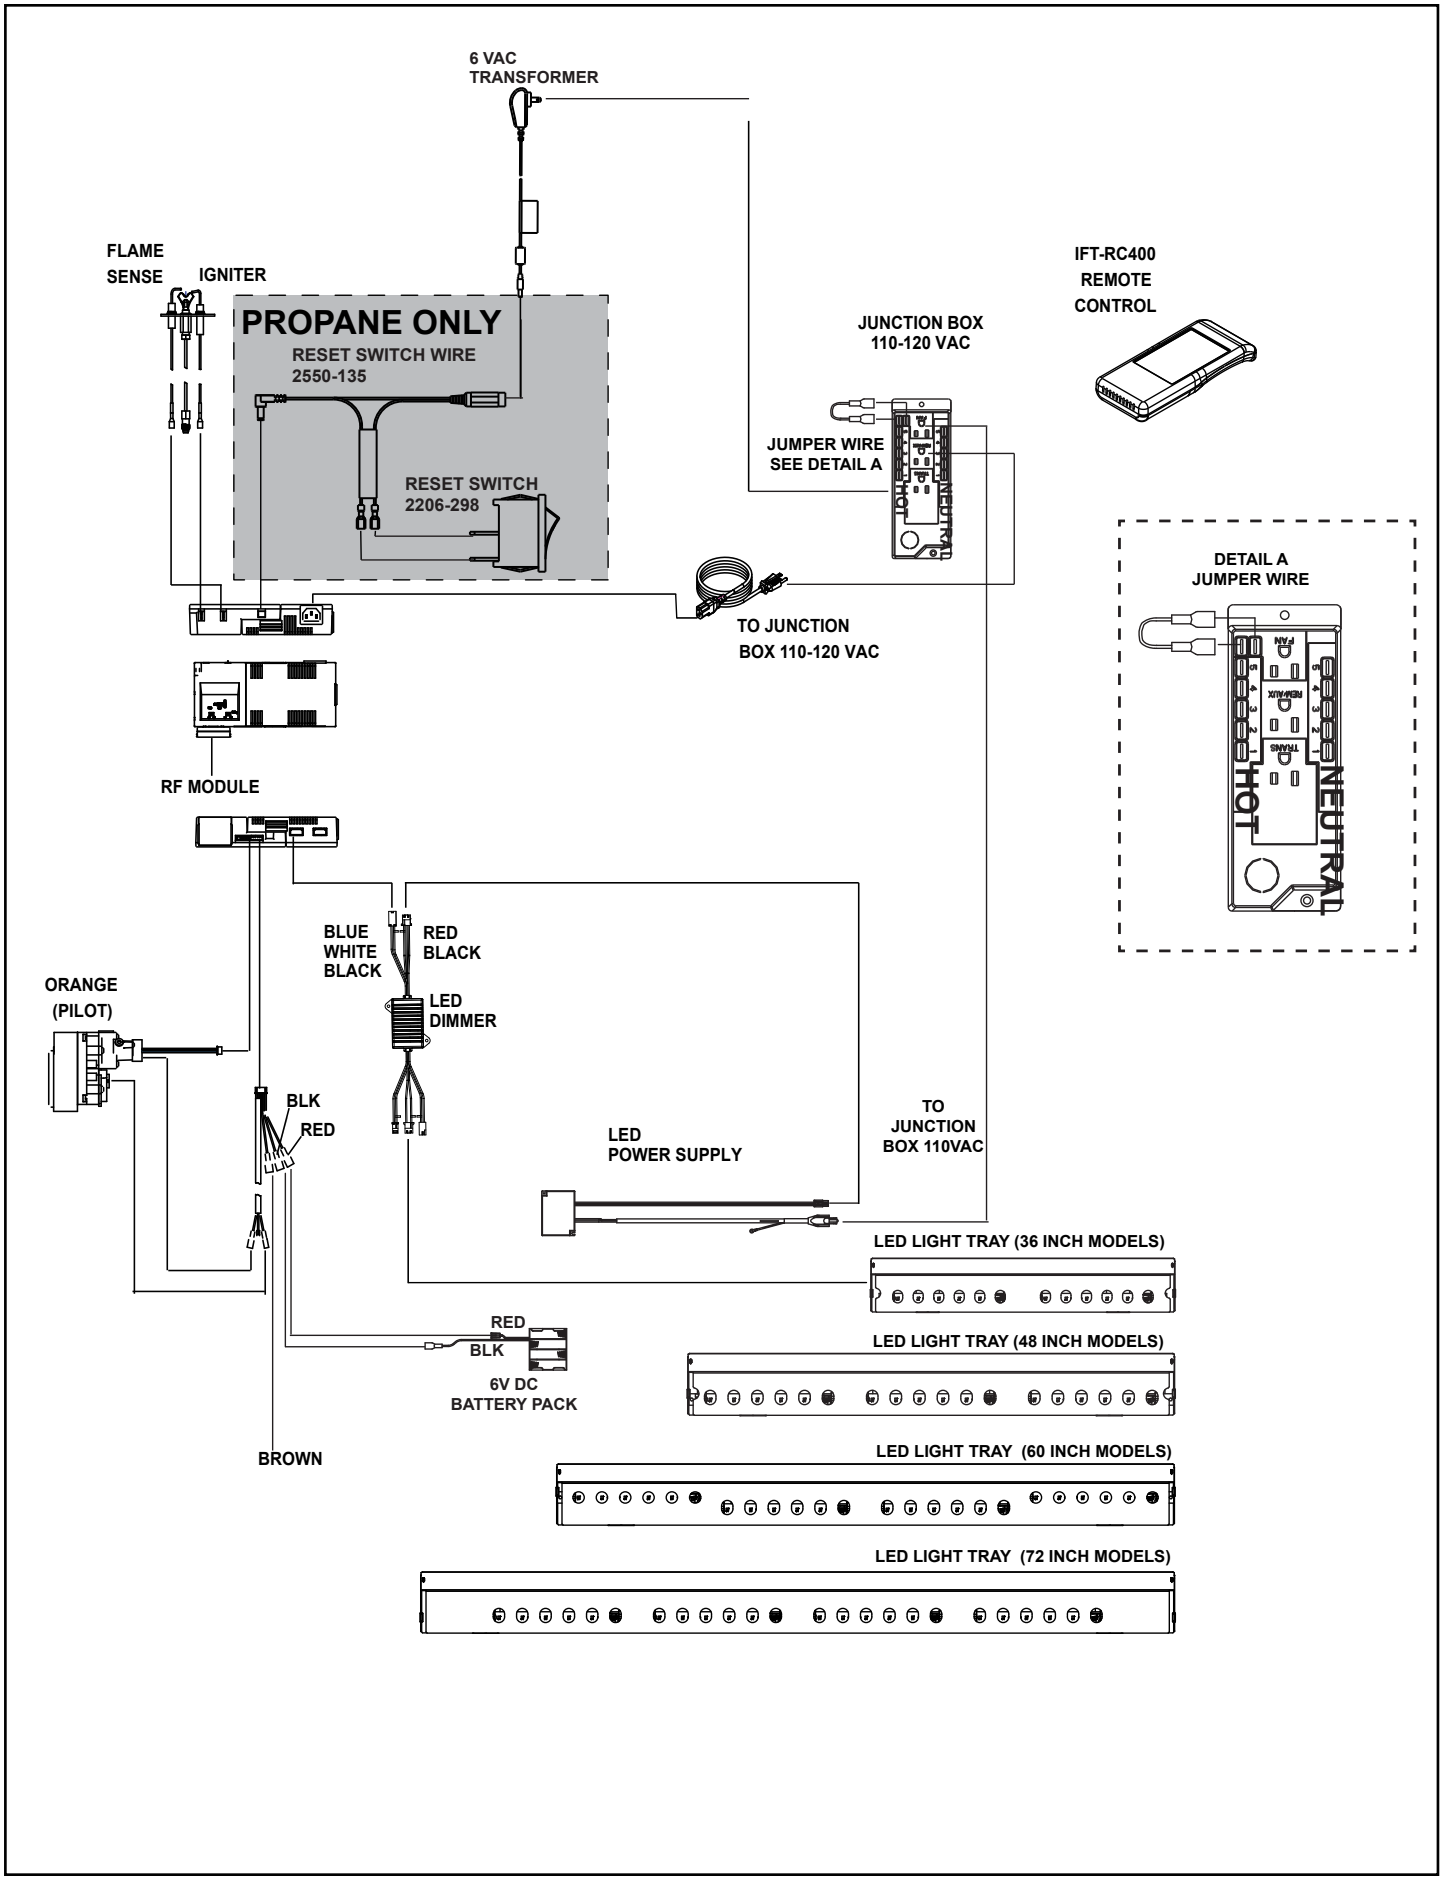

**Figure 8.4 IntelliFire Touch Wiring Diagram**
- Refer to Figure 8.4 IntelliFire Touch (IPI) Wiring Diagram.
The junction box, control module, LED power supply and wall switch receiver can be accessed by removing the bottom glass shield and component heat shield. The decorative barrier front must be removed to access these components. See Figure 8.4.